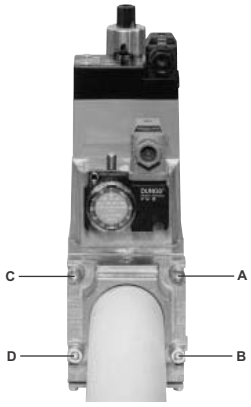
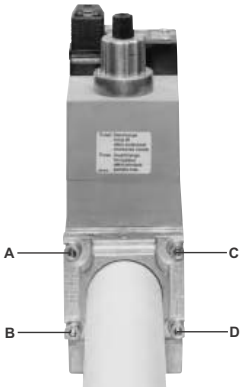

Fig. 23
Fig. 24
1. Aflojar los tornillos A y B, no destornillarlos (Fig. 23 e Fig. 24).
2. Desatornillar los tornillos C y D (Fig. 23 e Fig. 24).